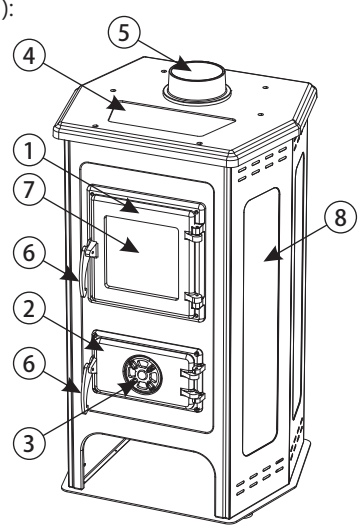

Abbildung 1
- Auf der Abbildung 1 ist das Aussehen des Kaminofens mit den für die Benutzung wichtigen Bestandteilen dargestellt.
Bestandteile des Kaminofens (Abbildung 1):